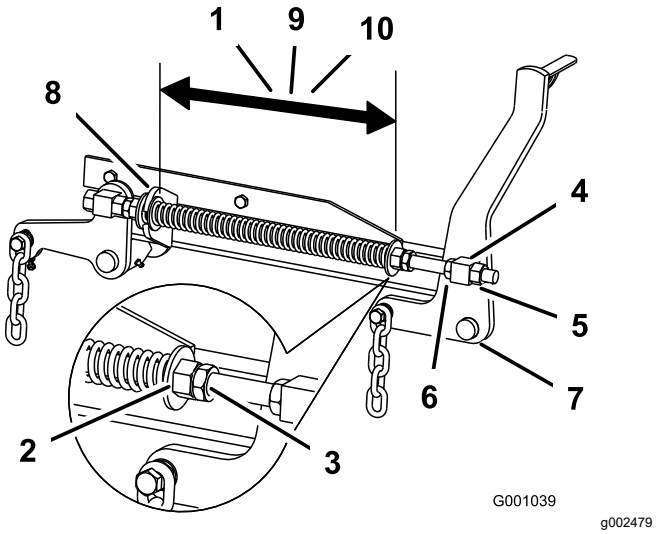

Figur 113
2. Kontrollera avståndet mellan de två stora brickorna. Det ska vara 28,2 cm för klippdäck på 132 cm, 26,7 cm för klippdäck på 152 cm och 29,2 cm för klippdäck på 183 cm (Figur 113).
3. Justera det här avståndet genom att lossa fjäderkontramuttern och vrida muttern framför respektive fjäder (Figur 113).
4. Lås muttern på plats genom att dra åt fjäderkontramuttern (Figur 113).